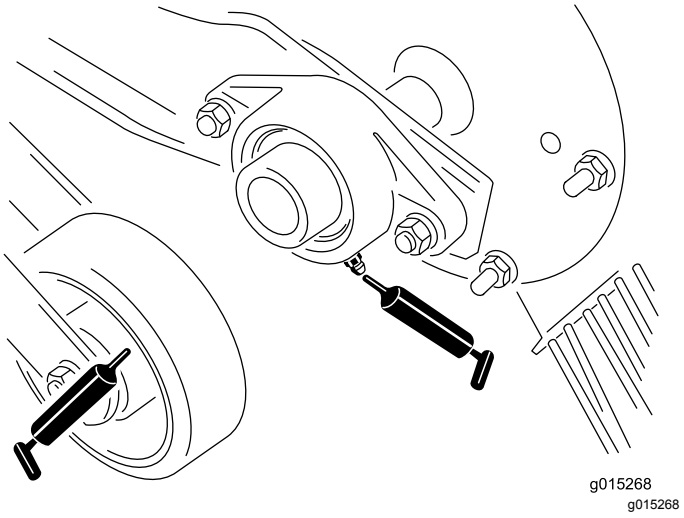
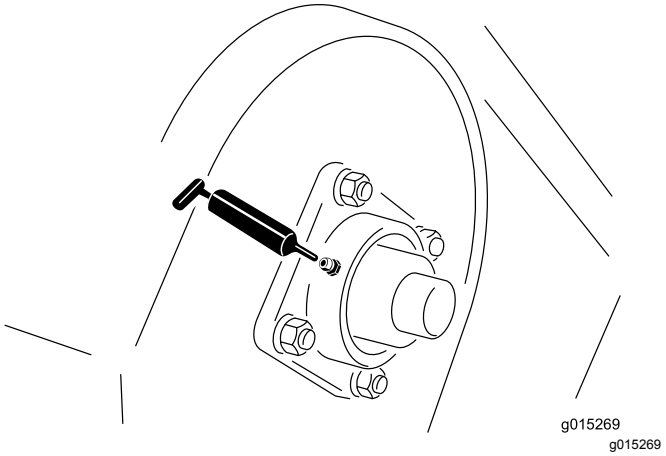
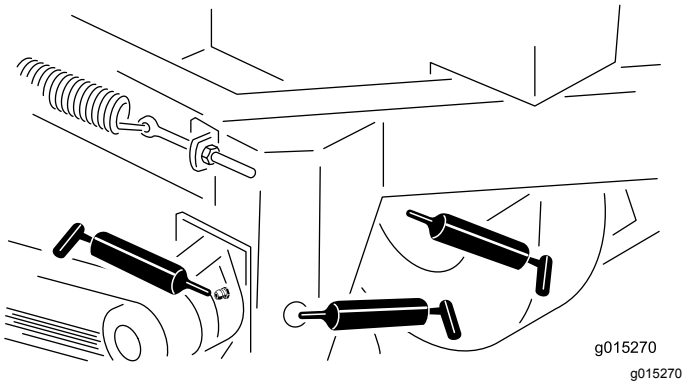

**Figur 11**
**Figur 12**
**Figur 13**
2. Pump smørefett inn i lageret eller hylsen (Figur 11, Figur 12 og Figur 13)